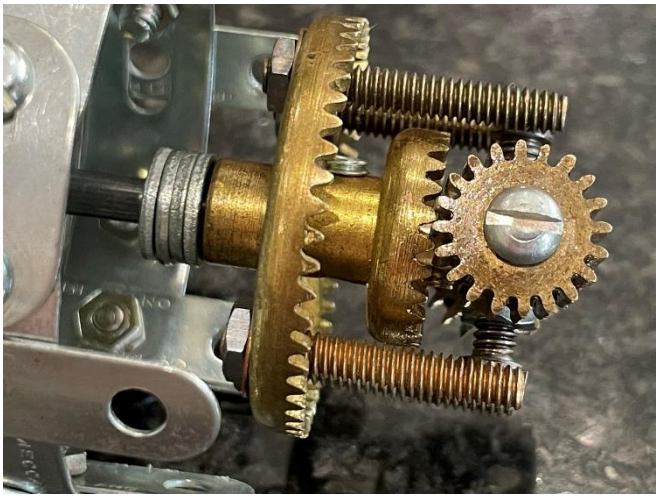

Abb. 5.1 Zusammenbau, 1. Schritt
- Der erste Schritt besteht darin, die längere Halbwelle und das Antriebsrad (Kronrad 50 Zähne) mit dem Distanzring in das Achsgehäuse zu setzen. Der Abstand zum 162a wird mit vier Standard-Unterlegscheiben von Meccano aus den 1970er Jahren hergestellt (Abb. 5.1).